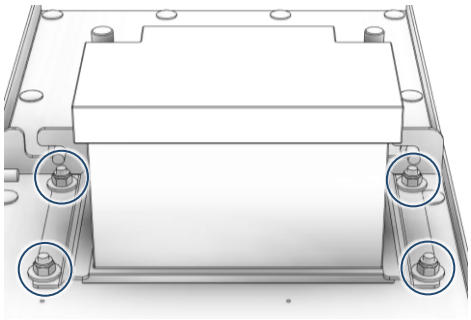

Fig. 9-17 – Retrait des écrous de blocage des profils
2) Avec une clé appropriée, retirez les quatre écrous de blocage et les rondelles correspondantes (Fig. 9-17);